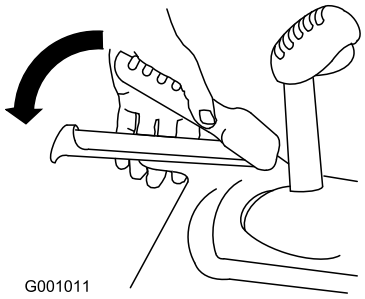

Figur 20
3. Klem traktionsgrebet til venstre for håndtaget (Figur 20).
6. Klem traktionsgrebet til venstre for håndtaget (Figur 20).